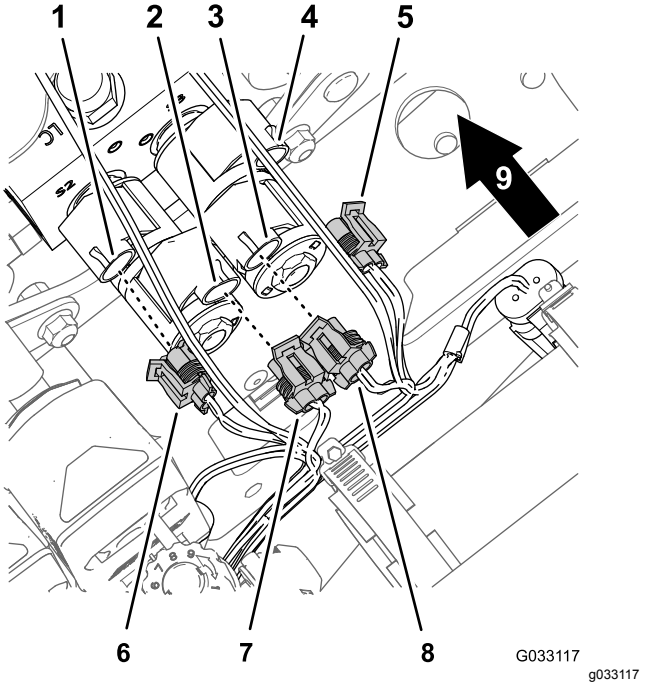

Figur 17
3. Koppla loss kontakterna med två uttag från kablaget för Sonic Booms finputsningssats (Figur 17) från elektromagneternas kontakter med två stift på lyftcylinderns grenrör på följande sätt: